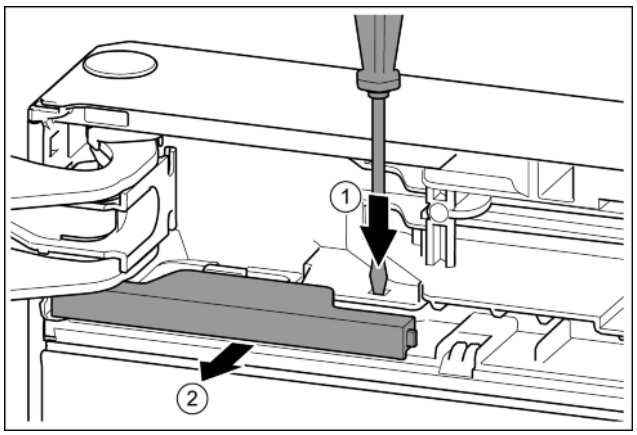

Fig. 10
▶ Нажать накладку шлицевой отверткой. *Fig. 10 (1)*
▶ Вынуть крышку из зацепления. *Fig. 10 (2)*